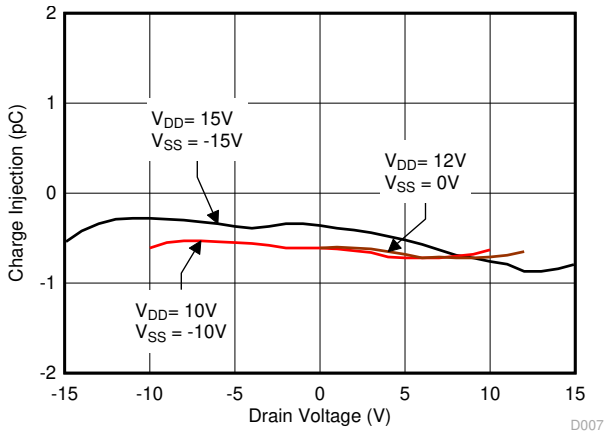

图 6-15. 电荷注入与漏极电压间的关系
TMUX6136 利用特殊的电荷注入消除电路，可将漏极 (D) 至源极 (Sx) 的电荷注入降低至最低 –0.4pC（在 V_S = 0V 条件下），如 图 6-15 所示。